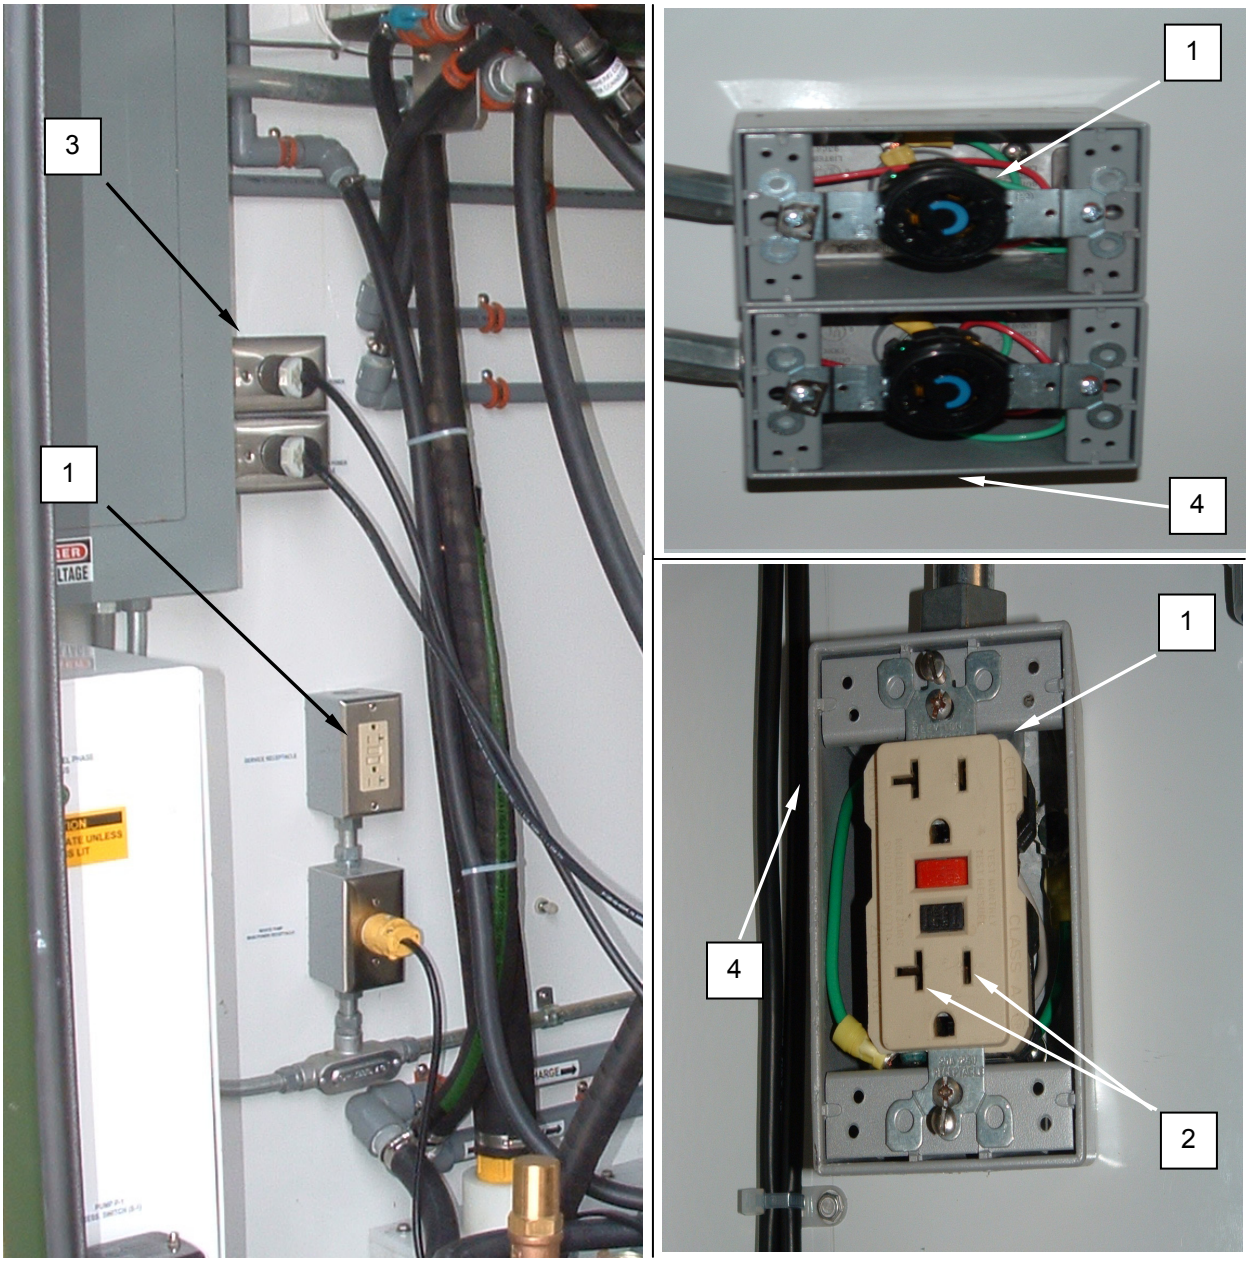

Figure 1. Test a Receptacle.
2. If testing the washer receptacles, use a voltmeter set to read at least 250 VAC to check for 208 VAC power at the receptacle inlets **(Figure 1, Item 2)**. All other receptacles must be tested for 120 VAC.
3. If there is power at the receptacle **(Figure 1, Item 1)**, no further test is required. If there is no power at the receptacle, switch the circuit breaker to off and tag out.
4. Remove screws retaining receptacle cover **(Figure 1, Item 3)** and remove cover.
5. Remove screws retaining receptacle **(Figure 1, Item 1)** to box **(Figure 1, Item 4)** and remove receptacle.
6. Tag and disconnect wiring from receptacle **(Figure 1, Item 1)**.
7. Use an ohmmeter to test for zero resistance between receptacle inlet **(Figure 1, Item 2)** and corresponding terminal.
8. Use an ohmmeter to test for infinite resistance between each power inlet **(Figure 1, Item 2)**.
9. Use an ohmmeter to test for infinite resistance between each power inlet **(Figure 1, Item 2)** and ground.
10. Connect wiring to receptacle **(Figure 1, Item 1)** as tagged.
11. Install receptacle **(Figure 1, Item 1)** into box **(Figure 1, Item 4)** and retain with screws.
12. Install receptacle cover **(Figure 1, Item 3)** and retain with screws.